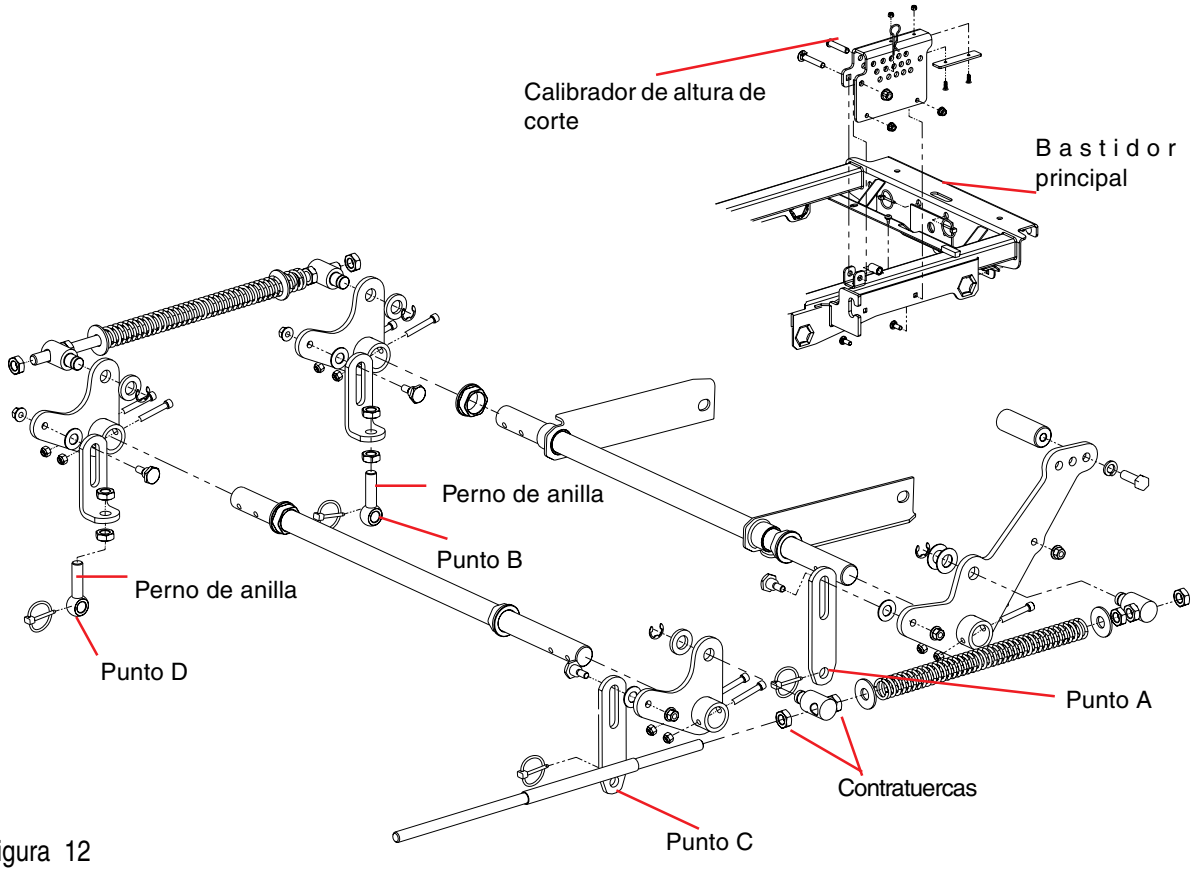

Figura 12
11. Una vez que se haya nivelado la plataforma, uno puede darse cuenta que la altura de corte no corresponde al indicador de corte. Se puede hacer un ajuste final bajando o alzando la altura del empalme de corte como corresponda. Para alzar la plataforma: quite el tornillo con pivote fijando la altura del empalme de corte a la palanca de levante y vuelva a fijar el tornillo con pivote en el más bajo de los tres orificios. Para bajar la plataforma: quite el tornillo con pivote fijando la altura del empalme de corte, voltee el empalme de la altura de corte y vuelva a montar el tornillo con pivote en el orificio superior y el orificio de abajo. (vea la Figura 12).